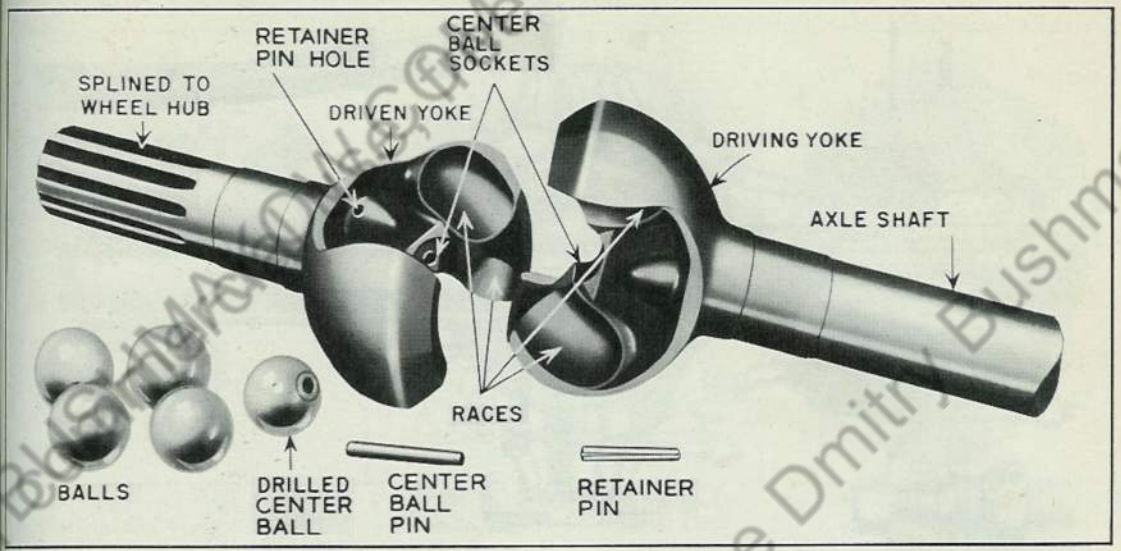

Fig. 13 Typical Bendix-Weiss Universal Joint—Disassembled
F. To Inspect Bendix-Weiss Universal Joints—(Refer to Fig. 13)